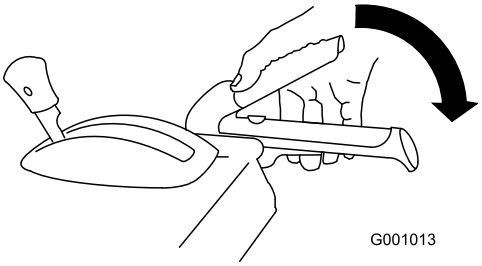

Figur 29
1. Pressa ned det högra reglaget (matarskruvs-/impellerreglaget) till handtaget för att koppla in matarskruvs-/impellerdrivningen (Figur 29).